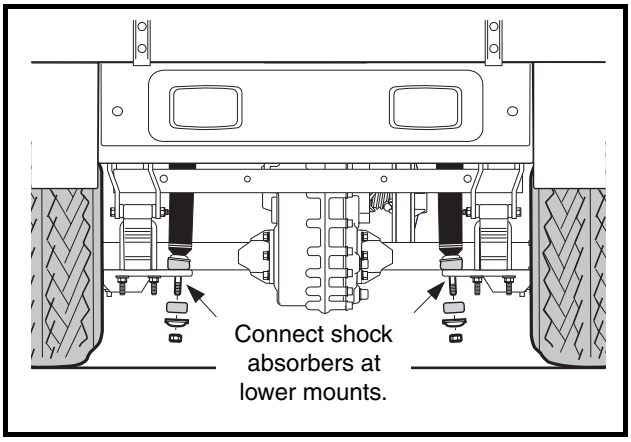

Figure 16-42 Shock Absorber
18. Position shocks in the shock mounts and install cushions, mounting washers and nuts **(Figure 16-42, Page 16-18)**. Tighten nuts until cushions expand to be the same diameter as the mounting washers.